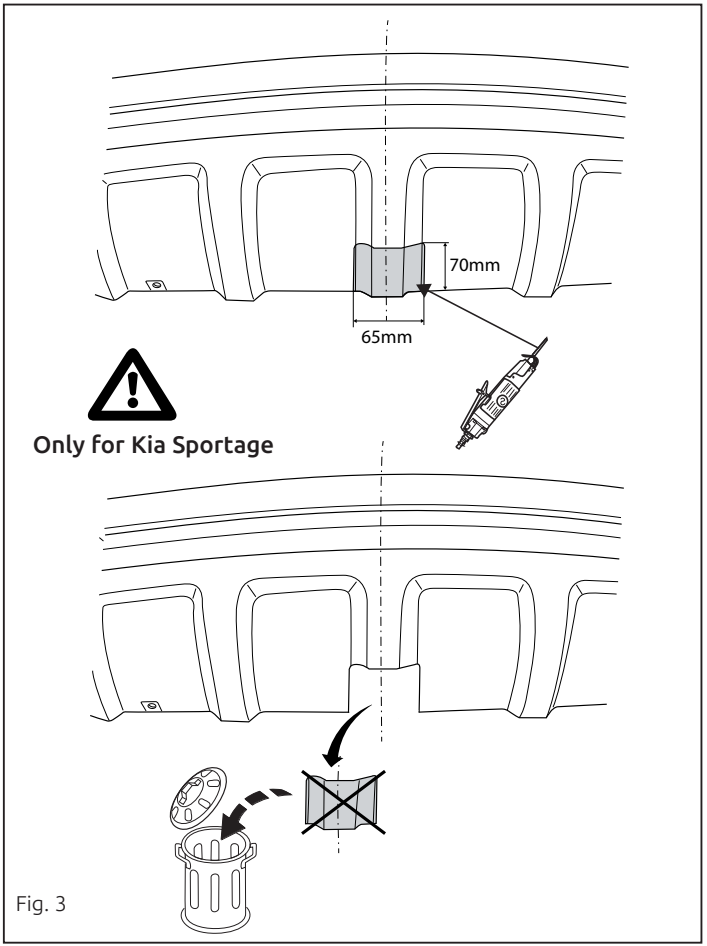

Fig. 3
7. **Kia Sportage:** Выпилить часть из бампера в середине снизу, как указано на рис. 3.